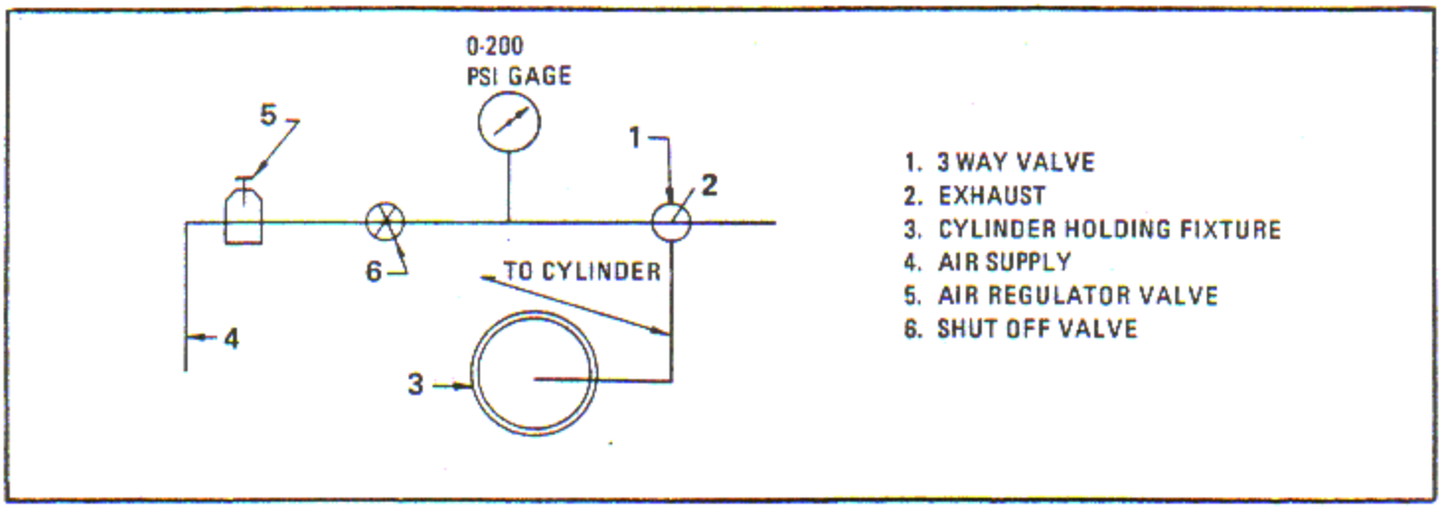

Figure 6-154. Cylinder Valve Seat Pressure Test by Time Pressure Drop
a. Clamp the cylinder in a suitable locally fabricated holding fixture (3, figure 6-154), utilizing a positive seal at the flange end.